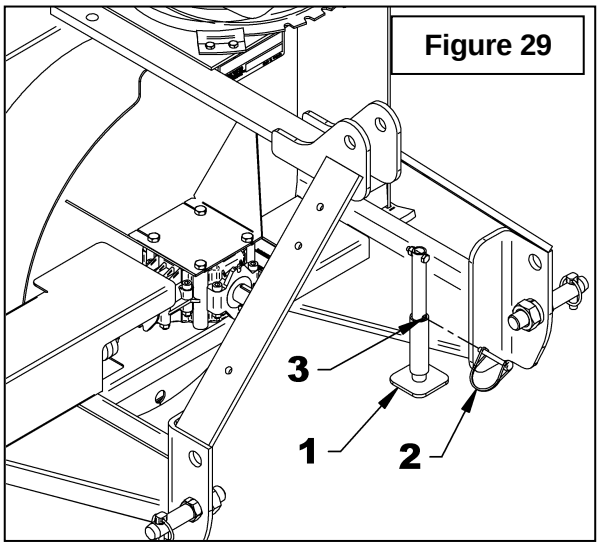

Figure 29
2. **Figure 29:** Retirer la goupille de verrouillage (item 2), abaisser le pied de stationnement (item 1) et insérer la goupille de verrouillage dans le trou inférieur (item 3).